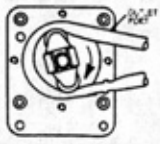

Figure 9-4
9. Finally, insert the pump tubing into the outer port as shown in Figure 9-4. Replace the outer cover and screws, and reconnect the suction and discharge tubing to the pump tubing.